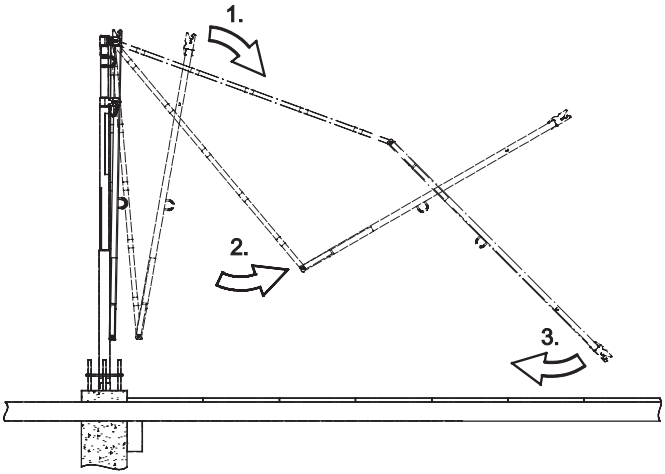

Figura 27. *Spiegamento di SkyReach Anchor*
2. Liberare il perno di blocco ubicato sull'anello inferiore del sostegno, che fissa il braccio e il supporto. Rilasciare il braccio e il supporto di SkyReach Anchor e procedere in base alla Figura 27.